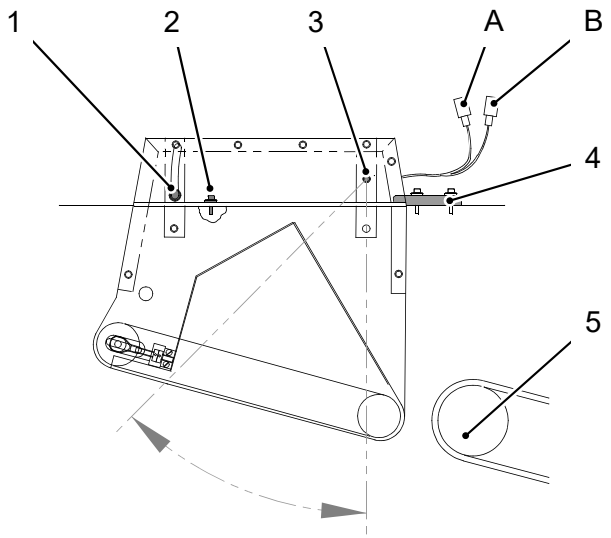

Fig. 63 Subassembly: compacting belt (0591_verdicht.z.00000.00.cgm)
2. Release plug connections *(Fig. 63-A)* and *(Fig. 63-B)*.
6. Re-establish plug connections *(Fig. 63-A)* and *(Fig. 63-B)*.